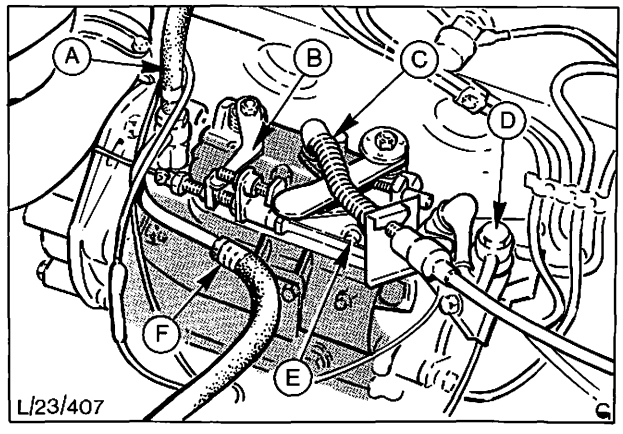

Abb. 32 Einspritzpumpe
4. Hebel-Drehzahlüberhöhung von Arbeitsspindel abhängen (Abb. 32).
6. Zwei Befestigungsschrauben der Zughalterung an der Pumpe entfernen und Halterung zur Seite drehen (eine Schraube in Abb. 32 sichtbar)